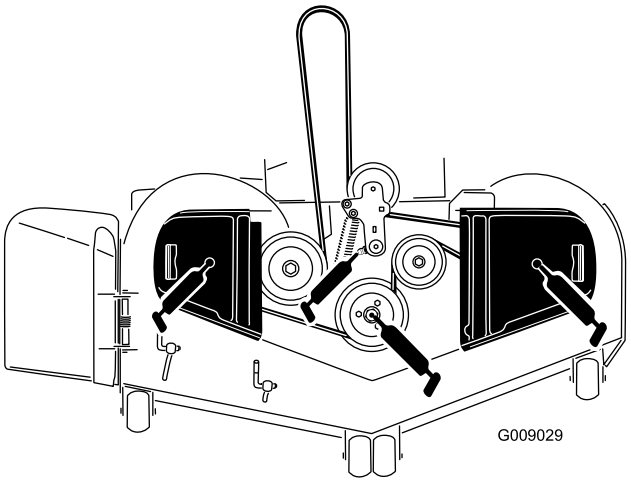

Figur 44
3. Smør klippeenhetens lederulltapp til det kommer fett ut fra bunnen (Figur 44).
4. Smør niplene øverst på de tre spindellagrene til det kommer ut (Figur 44).
5. Smør lederullarmen for drivremmen (Figur 44).